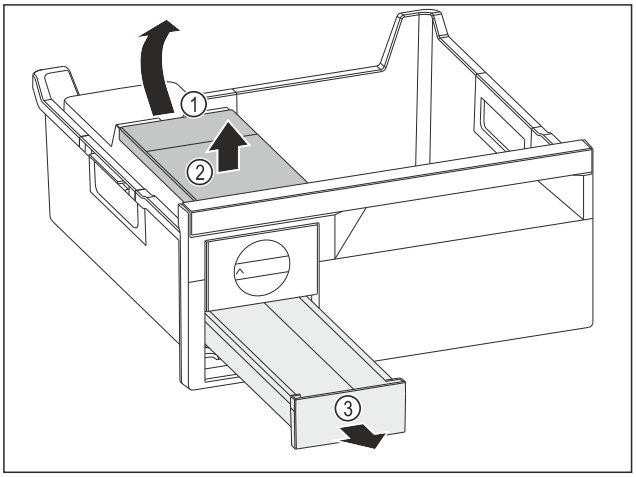

Fig. 143
▶ Scoaterea rezervorului de apă: Ridicați rezervorul de apă de la degajare *Fig. 143 (1)*.
▶ Scoateți rezervorul de apă *Fig. 143 (2)* în sus.
▶ Scoateți sertarul pentru cuburi de gheață *Fig. 143 (3)* spre înainte.